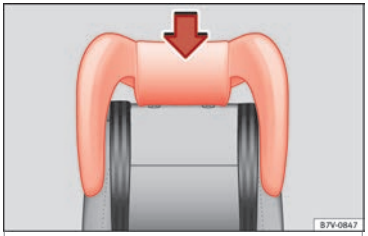

Bild 95 Integrerade bilbarnstolar: montera nackstödet.
- Justera bilbarnstolens nackstöd mot motsvarande ryggstöd till sitter korrekt ››› **bild 95**.